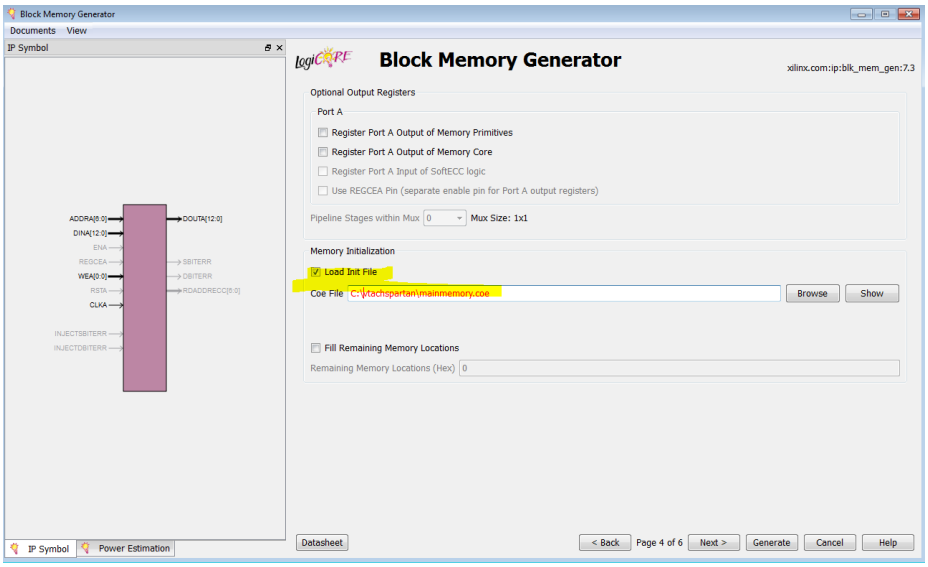

Figure 5-23 *Add memory initialization file*
4. On page 4 (Memory Initialization), check Load Init File and browse to the *mainmemory.coe* file in your *vtachspartan* directory, as seen in Figure 5-23.